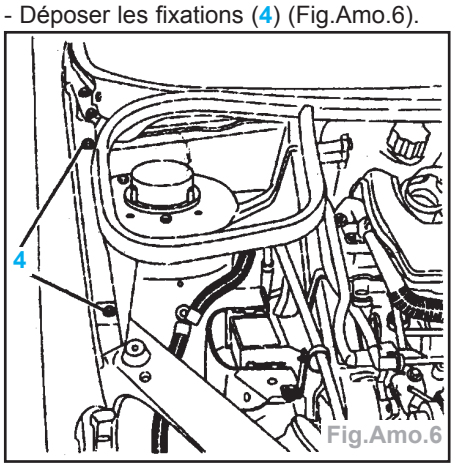

Fig.Amo.6
- Déposer les fixations (4) (Fig.Amo.6).